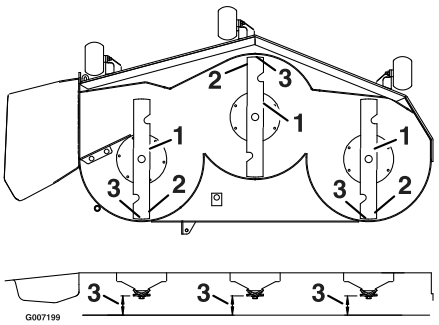

Figuur 45
1. Draai de messen totdat de uiteinden in de lengterichting liggen (Figuur 45). Meet de afstand tussen een horizontaal oppervlak en de snijrand van de messen. Noteer deze afstand.